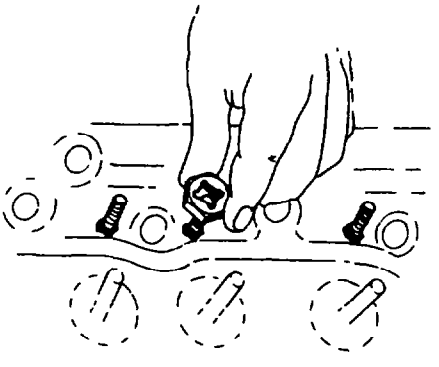

Fig. 45 — Checking Stud Threads
b. Check the threads on all the studs with a die (see fig. 45).